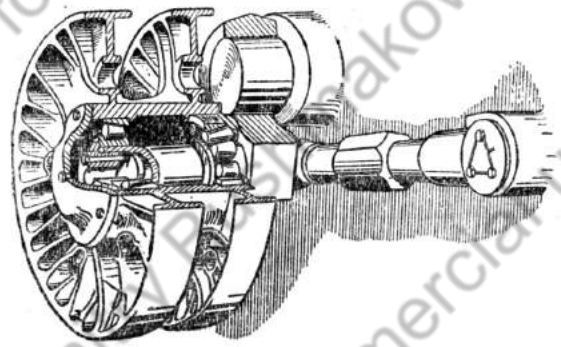
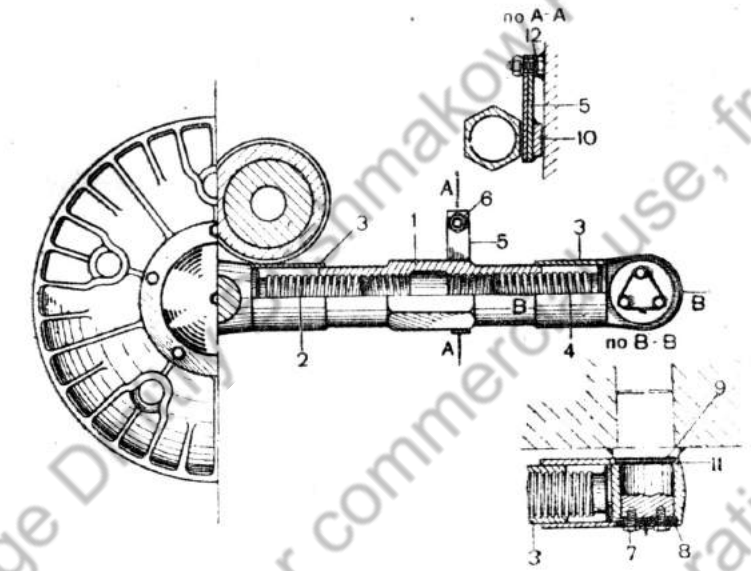

Рис. 199. Направляющее колесо с натяжным механизмом
Рис. 200. Натяжной механизм (разрез):
Натяжной механизм (рис. 199) состоит из муфты *1* (рис. 200), внутри которой имеется левая и правая резьба. На наружной поверхности муфты имеется шестигранник для поворачивания её ключом. Муфта *1* соединяется с двумя винтами *2* и *4*. Винт *4*
Муфта стопорится устройством, состоящим из стопора *10* (рис. 200), стопорной планки *5*, болта *6* и регулировочных колец *12*. Стопор *10* и стопорная планка *5* вращаются на болте *6*, приваренном к корпусу танка. Между стопорной планкой *5* и головкой болта устанавливаются регулировочные кольца *12*. От смещения стопорное устройство удерживается гайкой. Стопорная планка *5* ставится в случае больших зазоров между корпусом и муфтой натяжного механизма.
6. Снять регулировочные прокладки *9* (рис. 200) и уплотнительный шнур.
3. При установке нового натяжного механизма отрегулировать перпендикулярность его к оси ленивца. Допустимое отклонение на длине 500 мм не более 3 мм. Выверять ось натяжного механизма с помощью прокладок *9* (рис. 200).